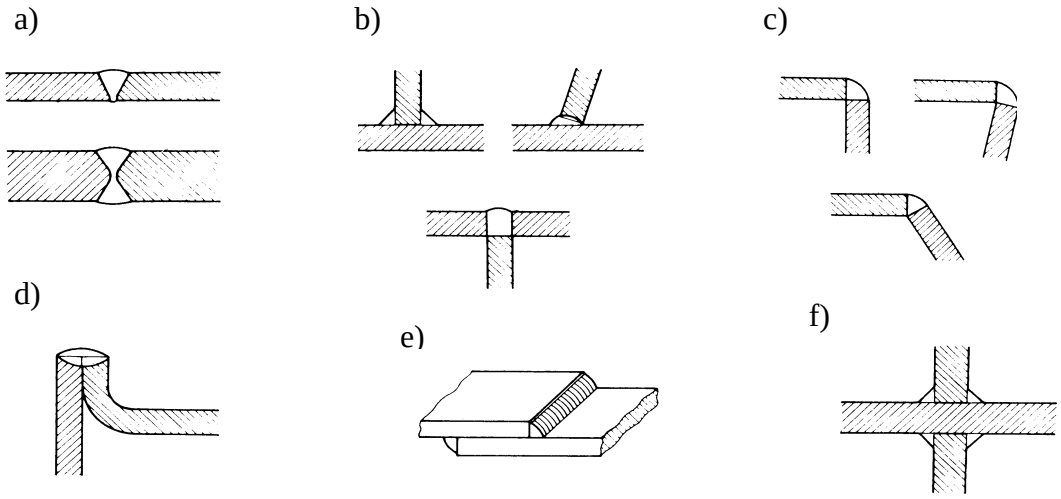

Rys. 15. Rodzaje złączy spawanych: a) doczołowe, b) teowe, c) narożne, d) przylgowe, e) zakładkowe, f) krzyżowe [3].
- stykowe (rys. 15 a),
- zakładkowe (rys. 15 e),
- teowe (rys. 15 b),
- przylgowe (rys. 15 d),
- narożne (rys. 15 c),
- krzyżowe (rys. 15 f).